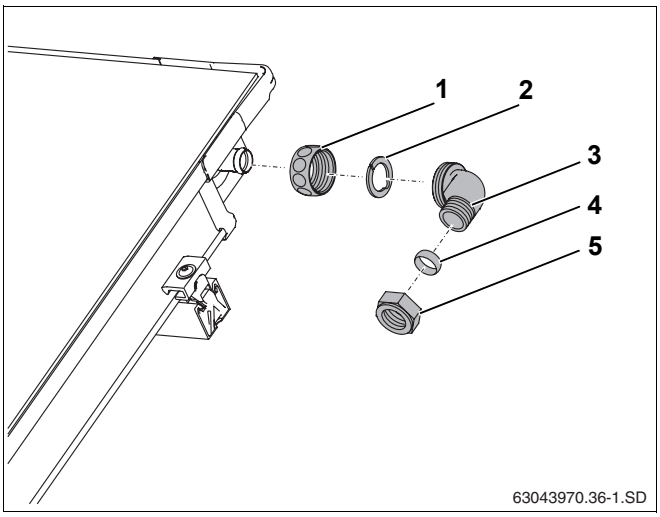

Rys. 57 Montaż przewodu zasilania (bez odpowietrznika na dachu)
- Nakrętki złączkowe (rys. 57, **poz. 1**) wsunąć na przyłącze kolektora.
- Pierścień zaciskowy (rys. 57, **poz. 2**) włożyć za szerszą część przyłącza kolektora i ścisnąć.
- Kątownik z pierścieniem zaciskowym (rys. 57, **poz. 3**) docisnąć do przyłącza, ustawić i przykręcić nakrętką złączkową.